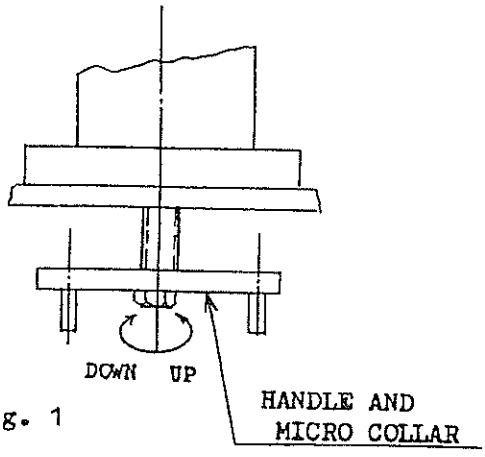

Fig. 1
- Turning the vertical slide handle clockwise, the vertical slide unite moves down ward and slide handle counter clockwise, the unite moves upward. (As shown in Fig. 1)
- After having set the depth of cut for the grinding wheel tighten the clamping lever ⑬ at the side of slide pipe ⑨ to prevent shifting during grinding.